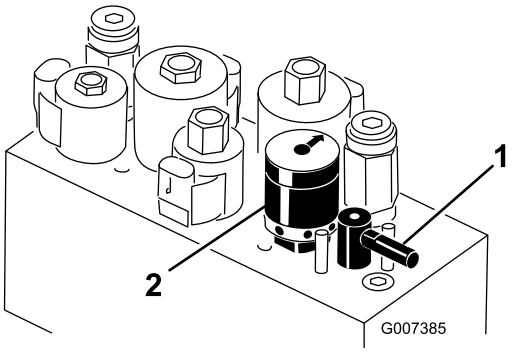

Figura 58
5. Gire la palanca de Autoafilado a la posición "R" (Figura 58).
6. Gire el control de velocidad del molinete a la posición 1 (Figura 58).